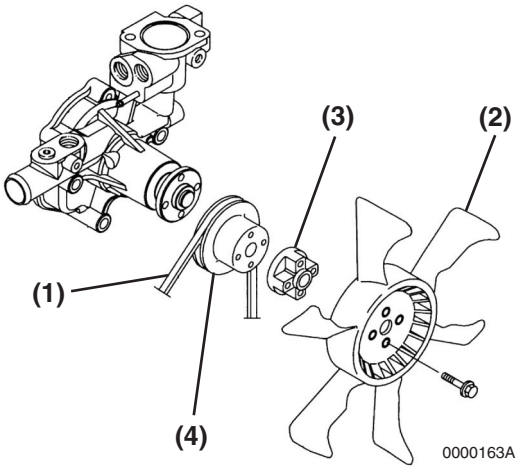

Figure 7-7
2. Remove the engine cooling fan guard (if equipped), engine cooling fan **(Figure 7-7, (2))**, spacer **(Figure 7-7, (3))** if equipped, V-pulley **(Figure 7-7, (4))** and cooling fan V-belt **(Figure 7-7, (1))**.